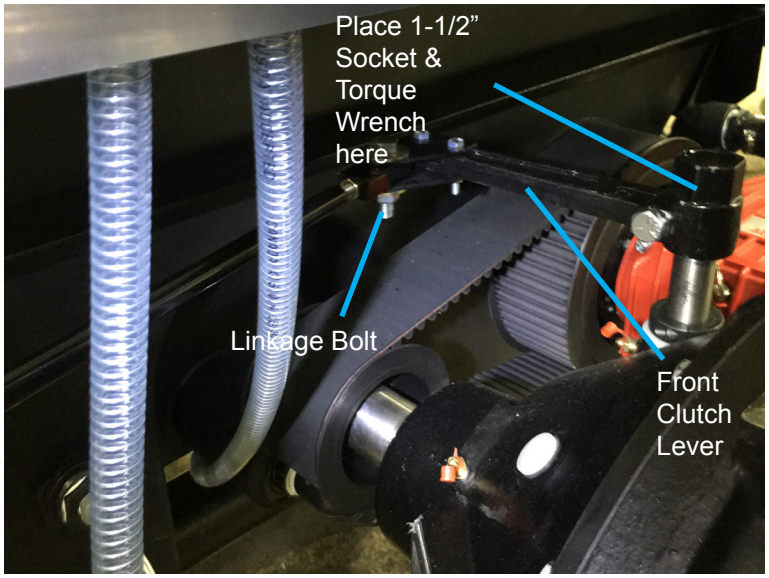

Fig. 23-1
a. With clutch in the disengaged OFF position, remove actuator bolt from front clutch lever. See Fig. 23-1.